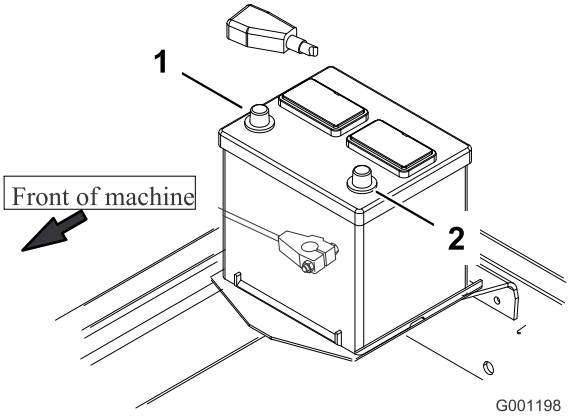

Figur 11
8. Börja med att fästa den positiva kabeln (röd) på den positiva (+) polen och fortsätt sedan med att fästa den negativa kabeln (svart) på den negativa (–) polen på batteriet (Figur 11) och trä gummiskon över pluspolen för att förhindra eventuell kortslutning.